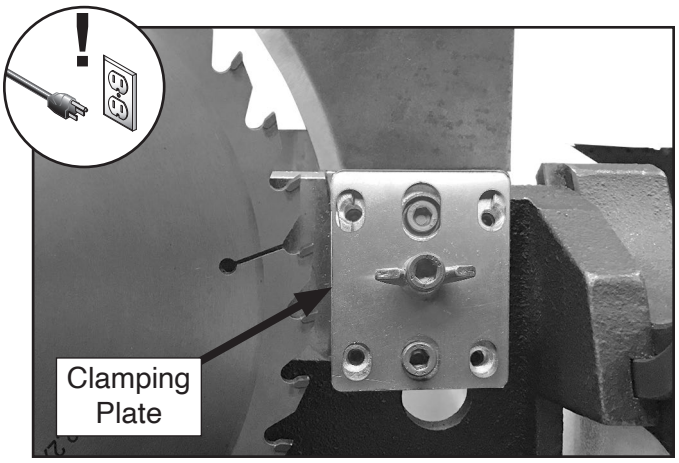

Figure 51. Spreader held between clamping plate and adjustment block.
2. Slide end of spreader between adjustment block and clamping plate. Press firmly until spreader snaps into place (see **Figure 51**).